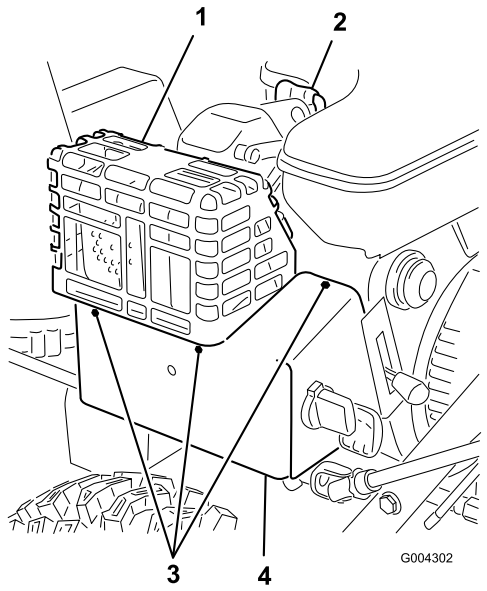

Bild 18
Nehmen Sie den Vergaserheizkasten ab, wenn Sie den Motor bei Temperaturen über 4°C einsetzen (Bild 18).
1. Klemmen Sie das Zündkabel ab und achten Sie darauf, dass das Kabel die Kerze nicht berührt (Bild 18).
4. Lösen Sie die Befestigungen, mit denen Vergaserheizkasten befestigt ist (Bild 18).
1. Schließen Sie den Zündkerzenstecker an (Bild 18).